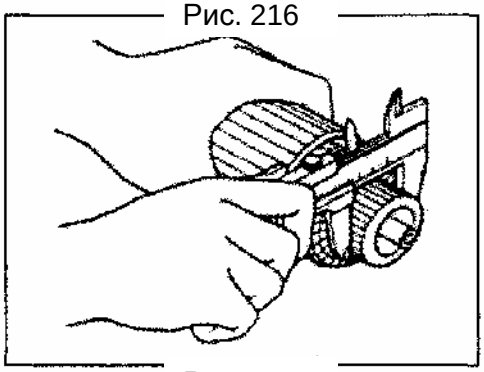

Рис. 217
• Проверьте коллектор на износ. Если диаметр коллектора менее допустимого значения, замените ротор (Рис. 217).